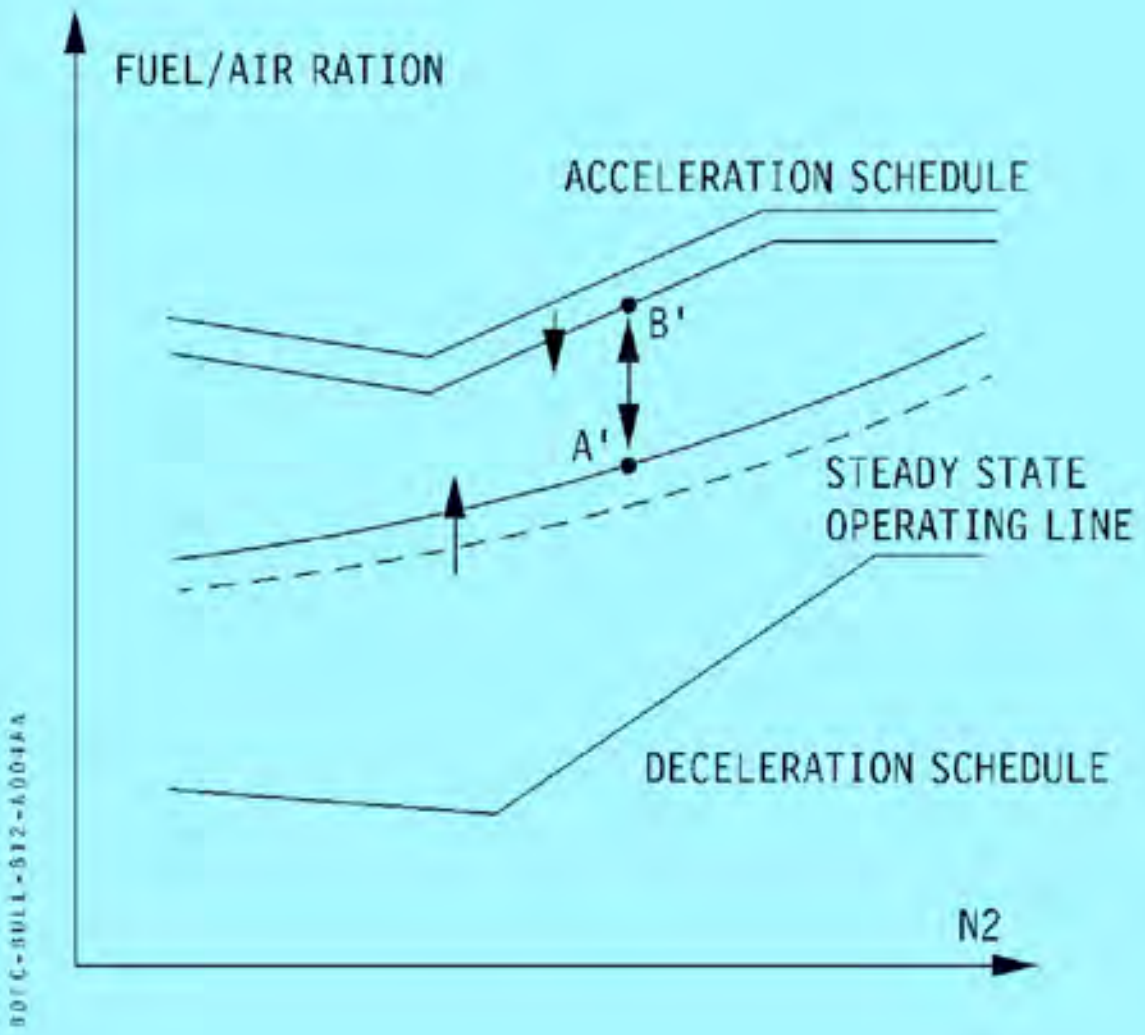

Figure 4
- The engine "as new" acceleration capability (fuel margin) may come to be reduced as the result of variations in the respective positions of the Acceleration Schedule and the Steady State Operating Line, as follows (refer to **Figure 4,** hereafter) :